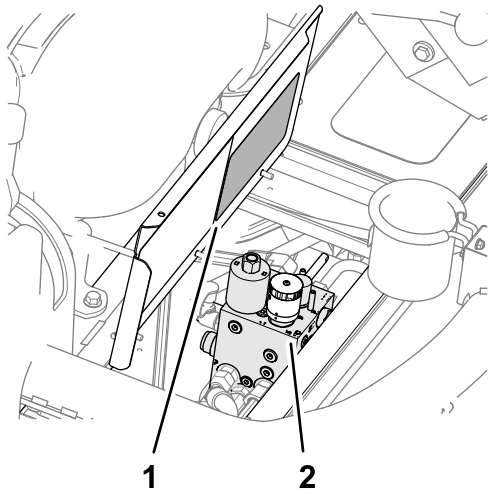

Figur 42
4. Öppna plattformens kåpa (Figur 42).